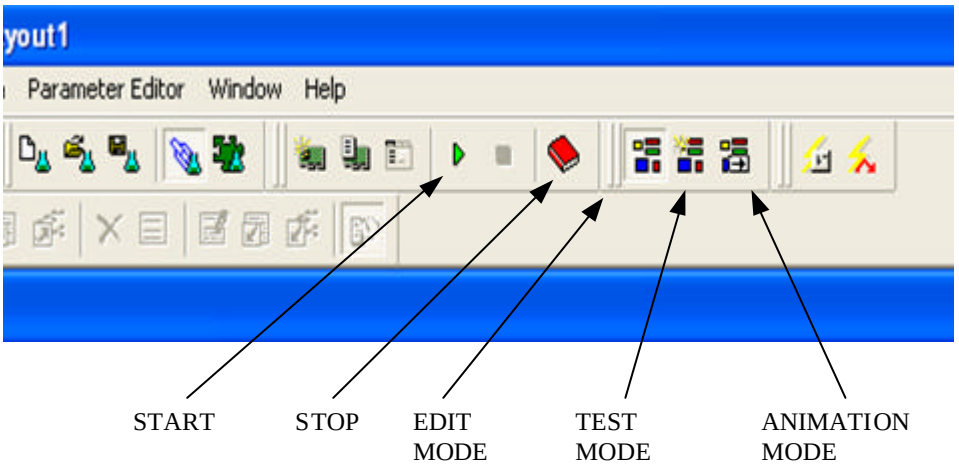

Figura 2.17: Barra de herramientas de ejecución y animación
- Para arrancar y parar el DSP se pueden usar los iconos de la barra de herramientas *Platform Management Toolbar* (ver figura 2.17).
- La barra de herramientas *Edit*, contiene iconos de edición, chequeo y animación. Refiérase a la figura 2.17 para ver los íconos de edición, chequeo y animación.